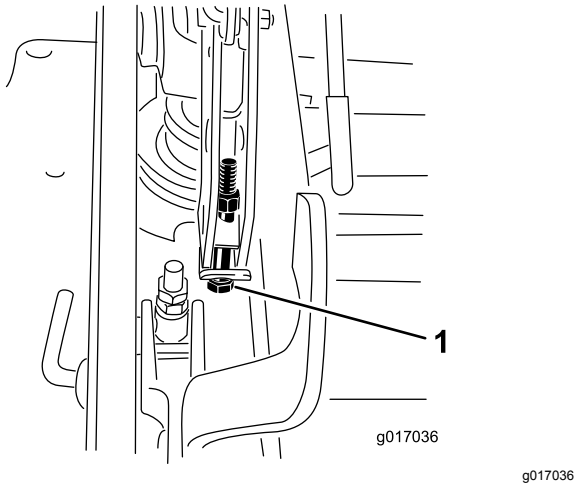

Figuur 99
12. Als het maaidek te laag is, draai dan de stelbout van het enkelpuntssysteem vast door deze rechtsom te draaien. Als het maaidek te hoog is, draai dan de stelbout van het enkelpuntssysteem los door deze linksom te draaien (Figuur 99).